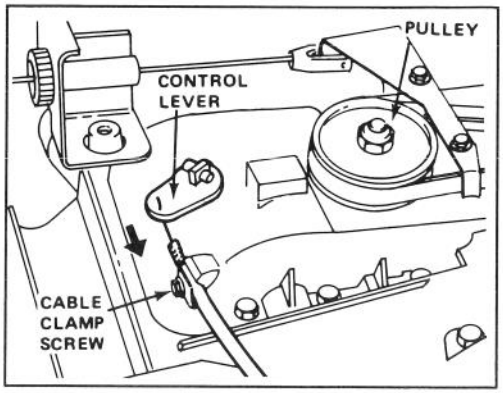

Figure 24
3. ADJUSTMENT (Fig. 24)—Assure ground speed control is in "N" position. Loosen cable clamp screw until cable conduit slides. Push transmission control lever toward cable clamp screw and hold lever in place. Pull cable to remove slack and tighten clamp screw.